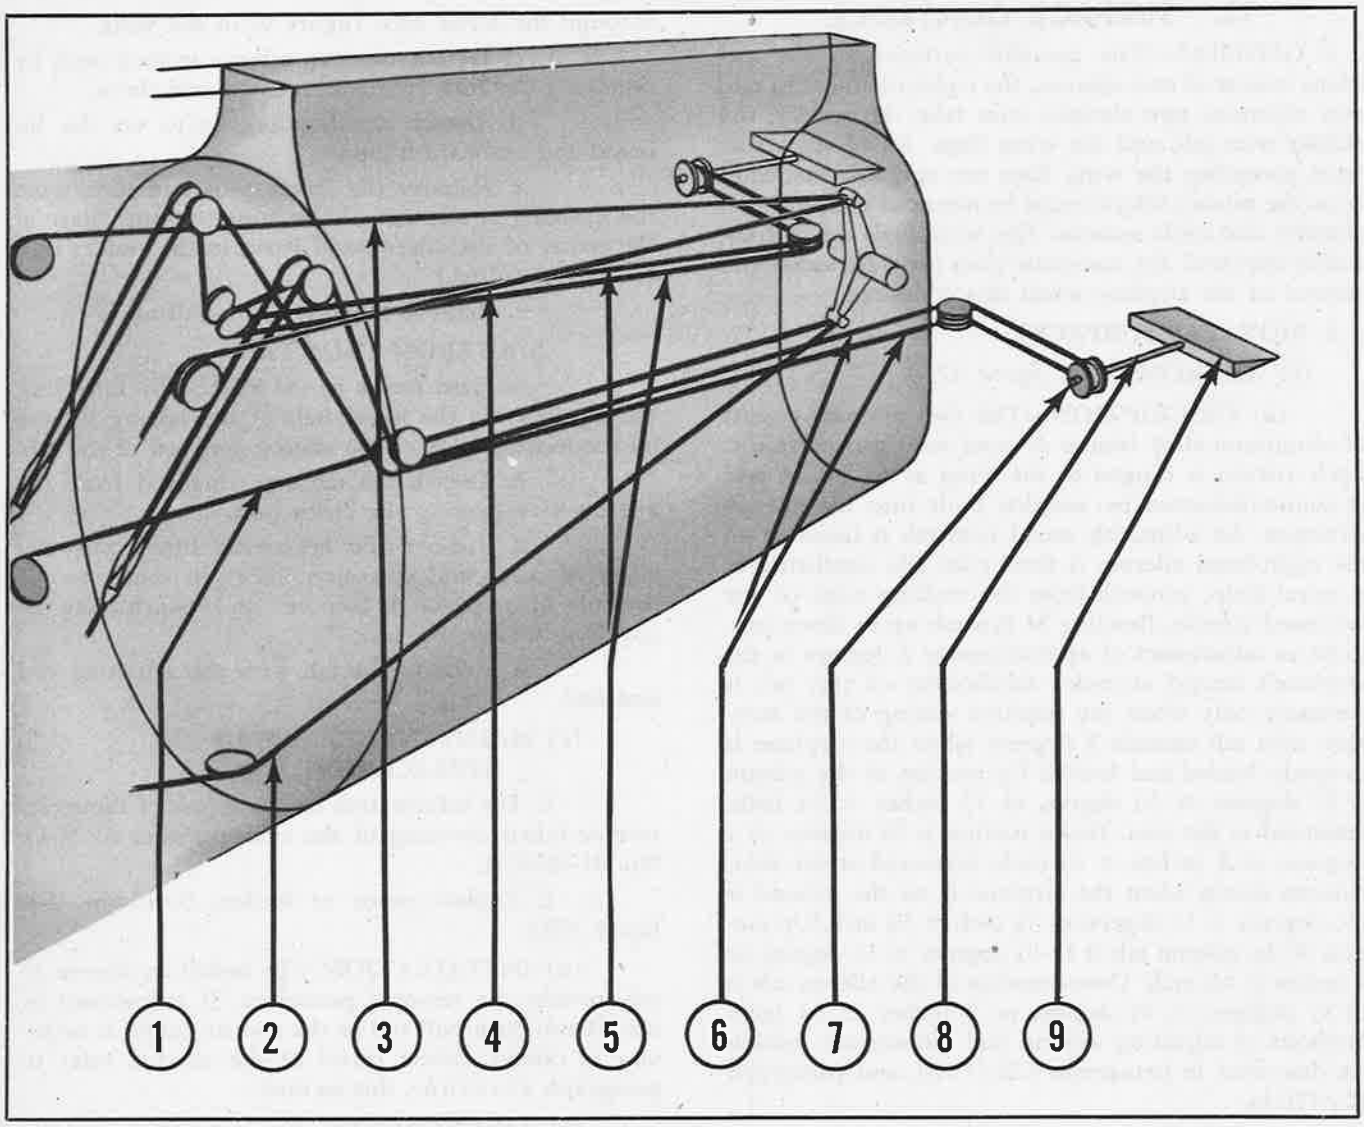

Figure 326—Elevator and Elevator Tab Controls in Aft Section
a. At the turnbuckles in the fuselage aft section (figure 326), disconnect the tab control cables which extend to the elevator being removed. (There are four cables at this point, two to each elevator tab.)